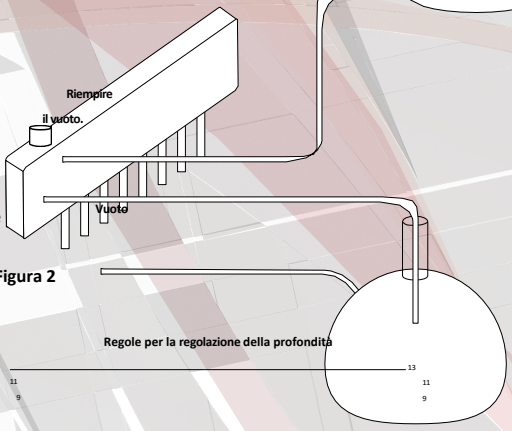

Figura 2
- La distanza dei tubi di lavaggio dal fondo del pozzetto deve essere la stessa su entrambi i lati, altrimenti i pozzetti saranno riempiti in modo non uniforme. Ciò causerebbe un lavaggio inefficiente e un traboccamento. Per misurare la profondità dei tubi di lavaggio nei pozzetti, ogni *CAPPWash* viene fornito con un righello (*Figura 2*).
Per regolare la profondità delle provette di lavaggio nei pozzetti, utilizzare il righello come mostrato nel disegno precedente (*Figura 2*). Il bordo inferiore del righello deve essere premuto contro le due viti a testa zigrinata della rondella.